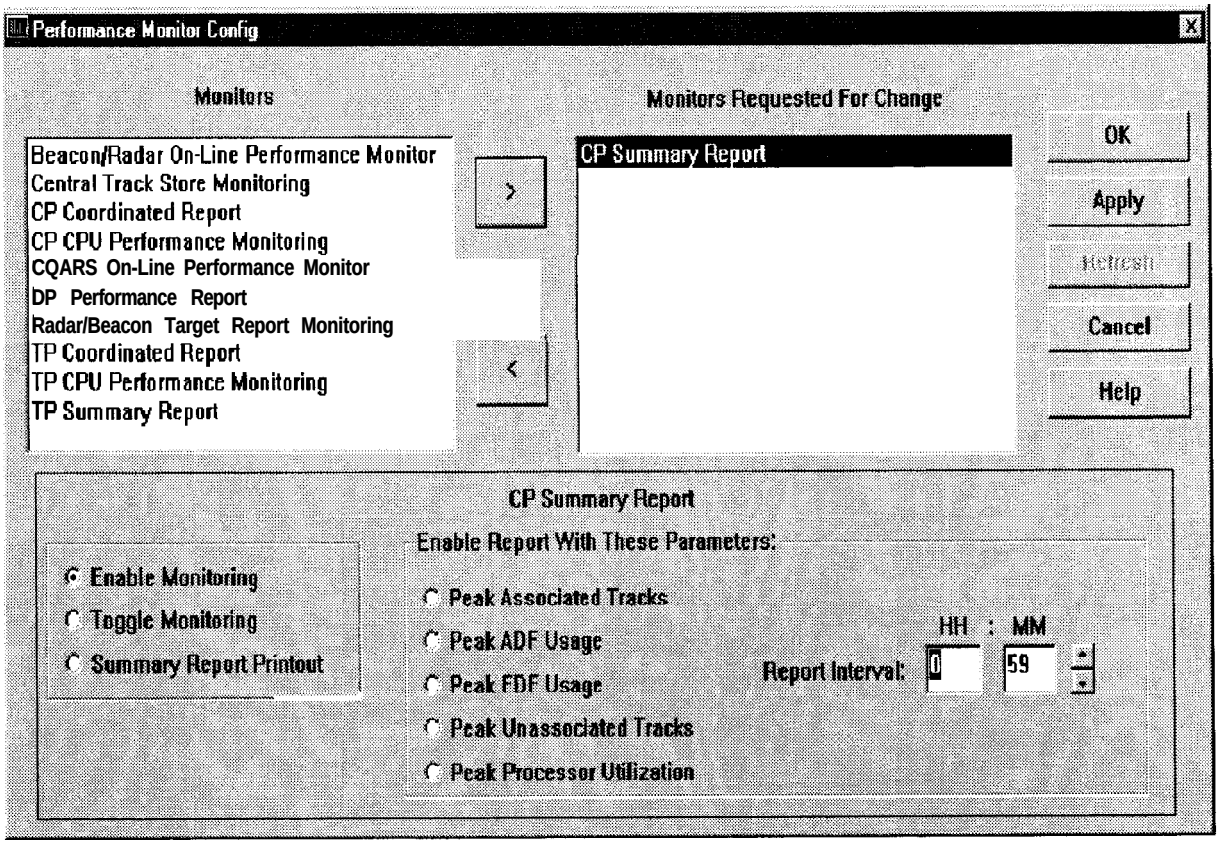

FIGURE 4-61. CP SUMMARY REPORT
7. If CP Summary Report is selected (Figure 4-61):